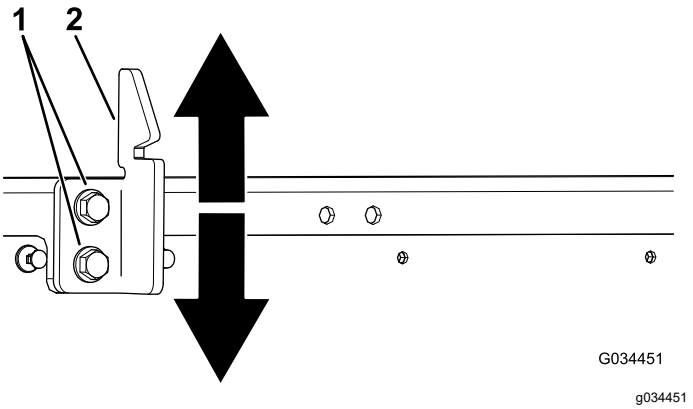

Figur 53
3. Løsn de 2 bolte på ladets låsestykke, og flyt låsestykket op eller ned, afhængigt af om låsestykket er for højt eller for lavt (Figur 53).
4. Stram de 2 bolte på ladets låsestykke (Figur 53).